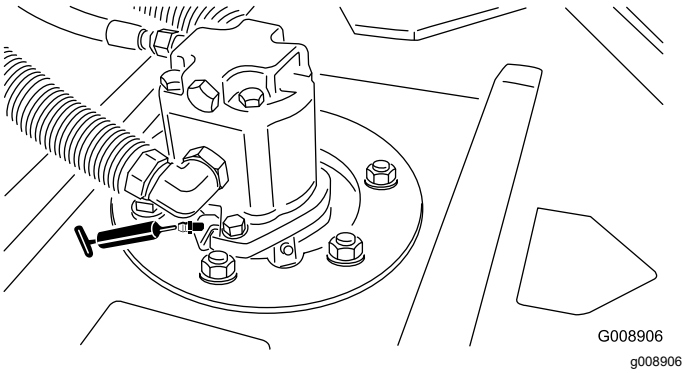

Figura 44
- 2 (por unidade de corte) rolamentos do veio do eixo da unidade de corte (Figura 44)